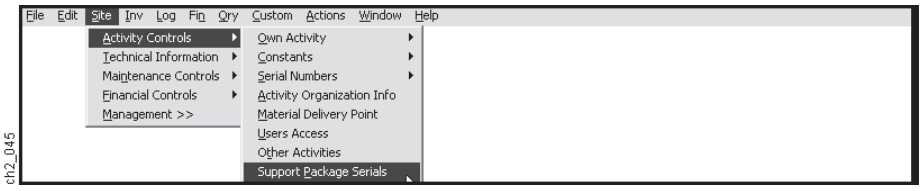

Figure 2-65
(3) Step 3. On the Activity Controls Submenu above (Figure 2-65), select the Support Package Serials Option.